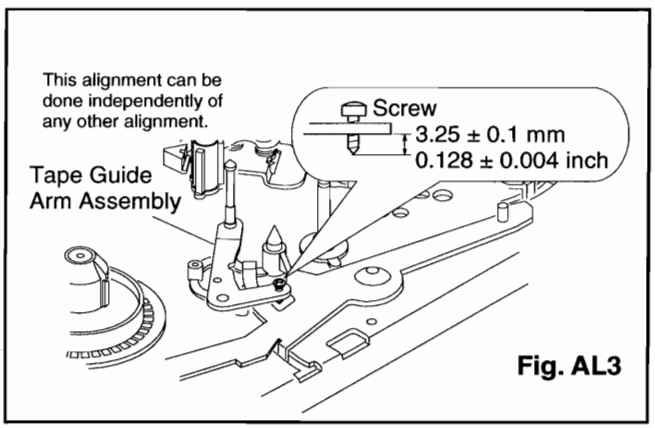

Fig. AL3
1. Measurement of the screw must be as specified in Fig. AL3.